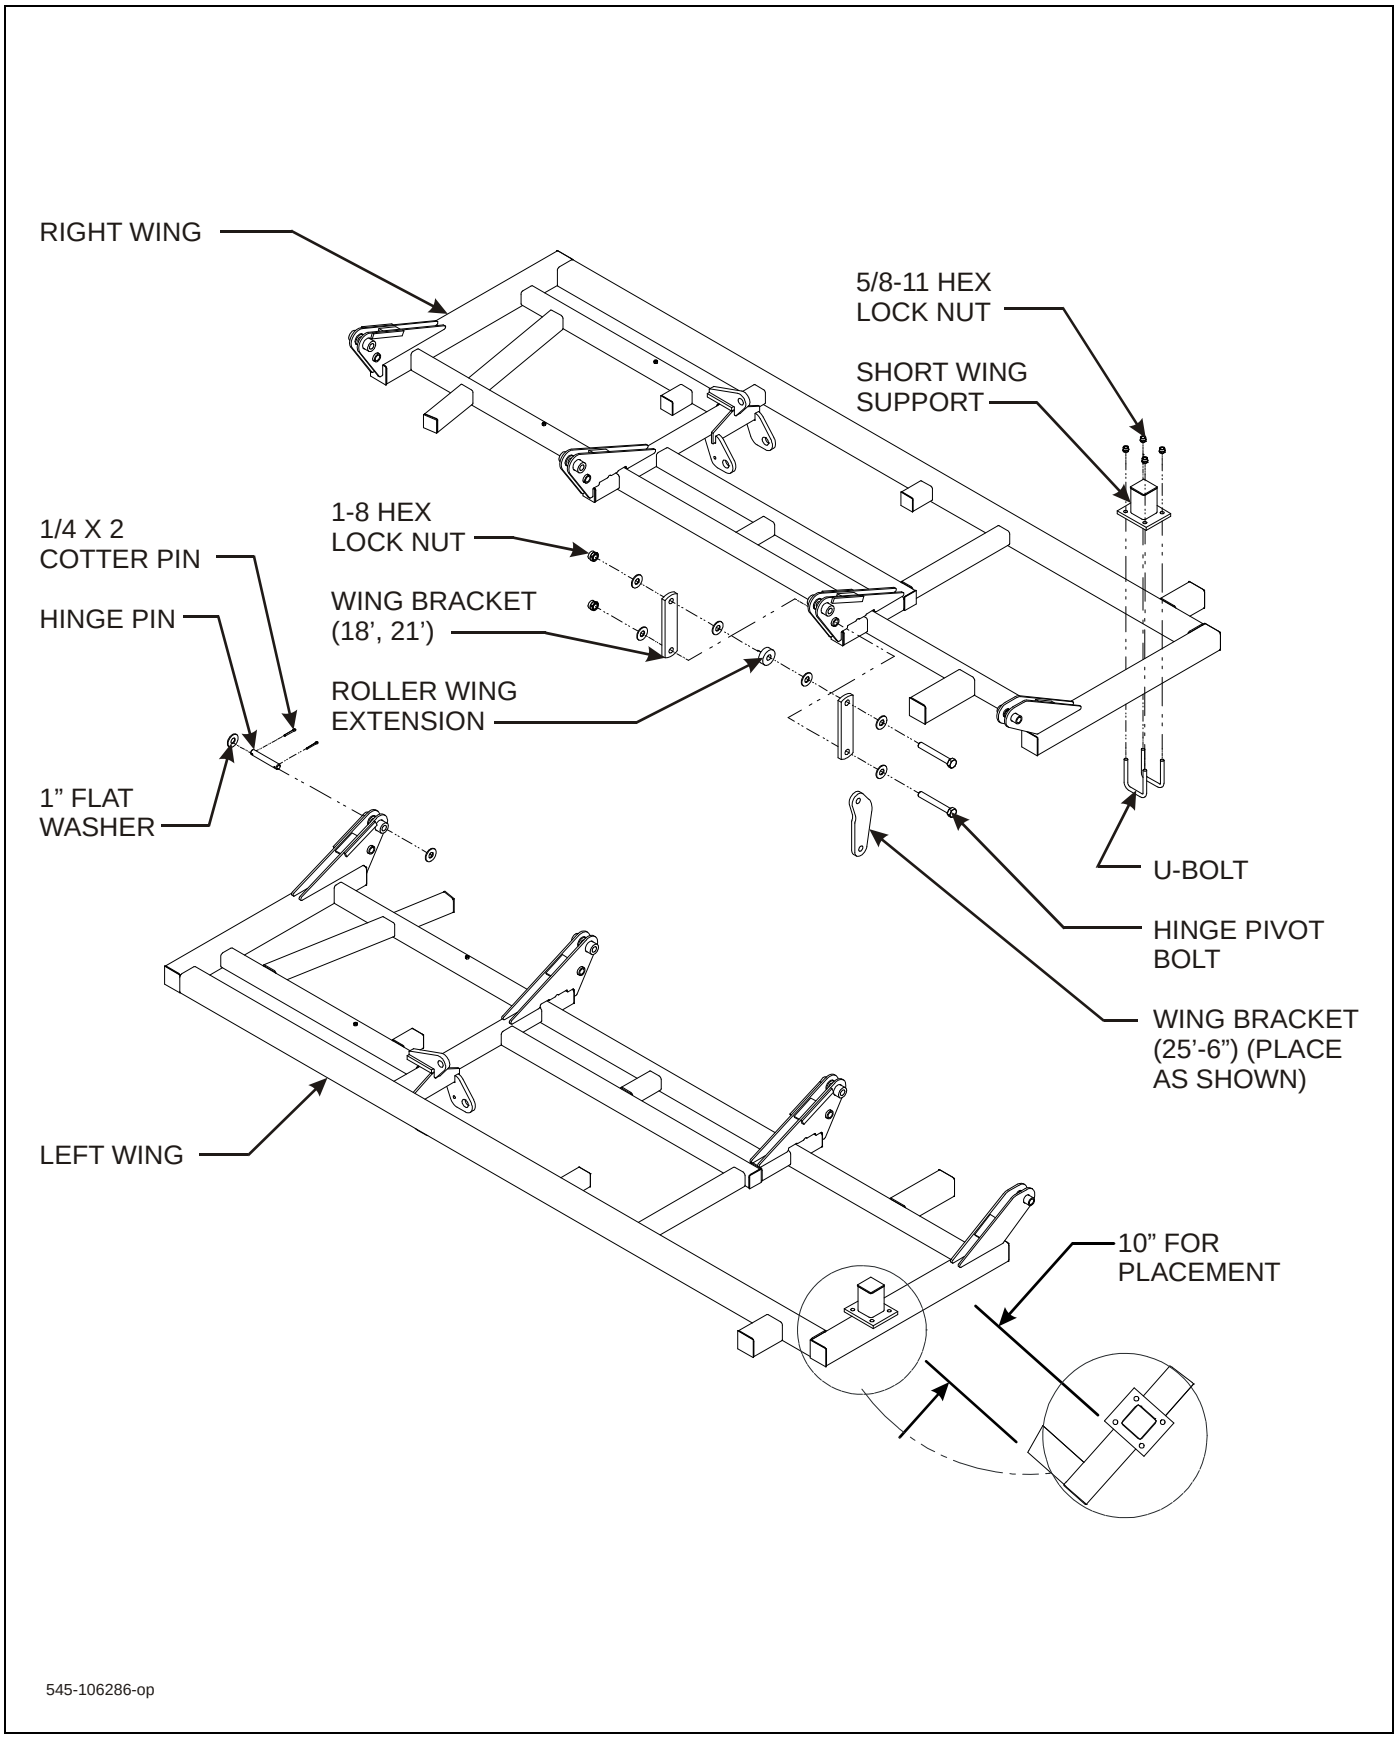

**Figure 3-4: Frame Assembly - Fold Models**
4. Connect wings to frame using hinge pin, 1" flat washers, and 1/4 x 2 cotter pins **(See Figure 3-4.)**